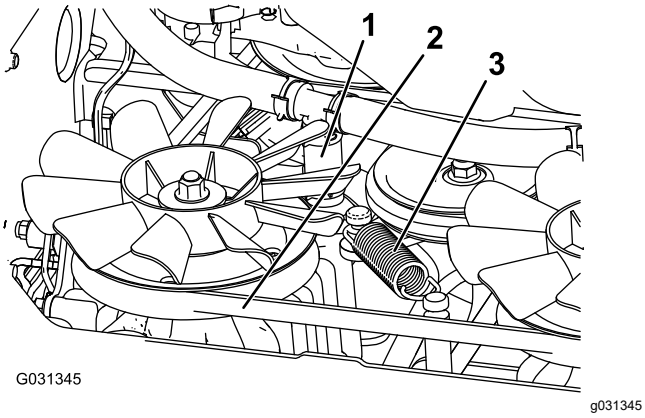

Figure 78
5. Débranchez le flexible hydraulique inférieur (Figure 78).
6. Enlevez le ressort de tension (Figure 78).
7. Enlevez la courroie du tablier de l'embrayage et de la butée d'embrayage (Figure 78).